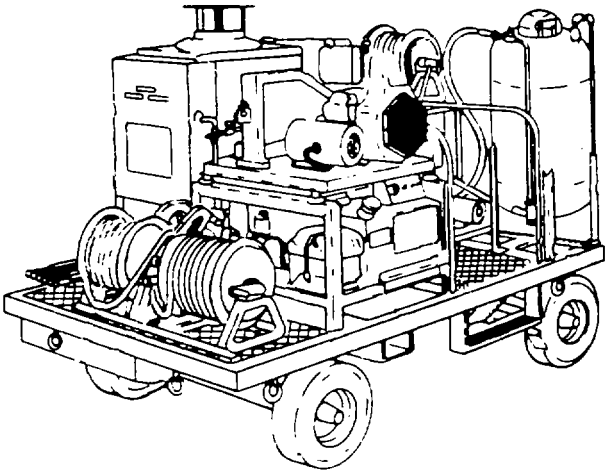

Figure 9-23. Portable Power Supply
f. Portable Power Supply. The portable power supply, shown in figure 9-23, is commonly called an inverter. The unit produces ac power output from dc power input and is approximately 12 inches long, 8 1/2 inches wide, and 4 1/4 inches high. It functions in a temperature range of -65 to +1 60°F (-54 to +7°C).
(1) Purpose. The inverter is designed to convert 28 vdc to 115 vac, 400 Hz, sine wave power at 39 amps.